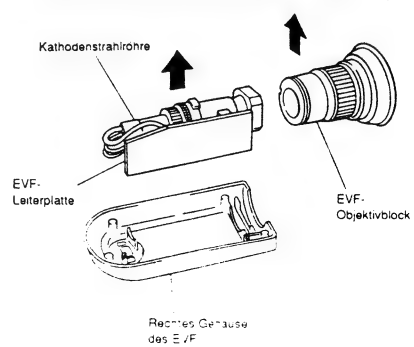

Abb. 2-122
1) Die EVF-Leiterplatte, die Kathodenstrahlröhre und den EVF-Objektivblock in Richtung des Pfeiles von dem rechten Gehäuse abnehmen (siehe Abb. 2-122).